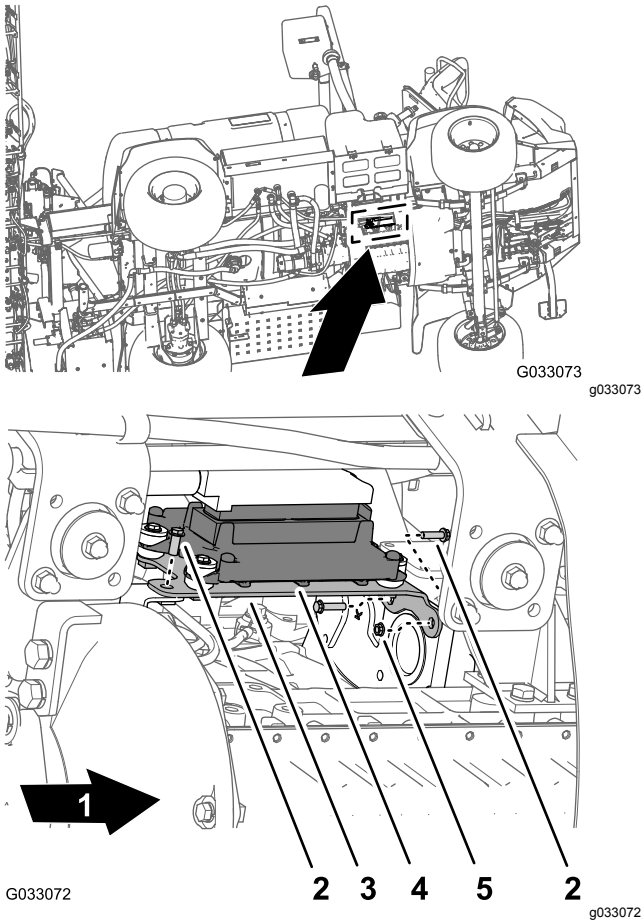

Figur 122
1. Rikta in hålen i motorreglagemodulens monteringsfäste med hålen i motorns stödfäste och motorns tillbehörslåda (Figur 122).